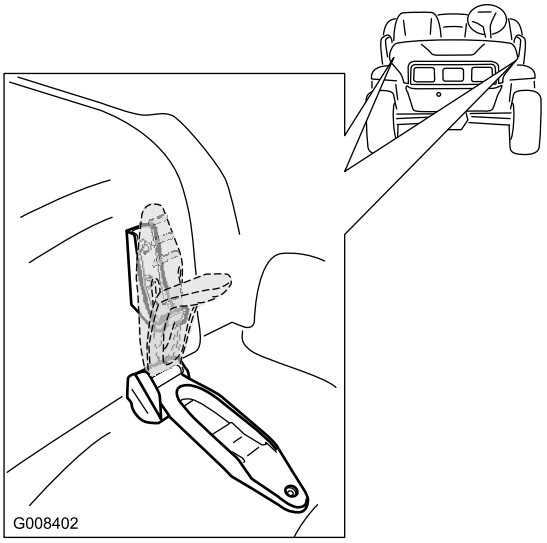

Figur 25
1. Lyft upp handtaget på gummispärrarna på vardera sidan av motorhuven (Figur 25).
2. Säkra motorhuven genom att rikta in gummispärrarna mot spärrankarna på vardera sidan av motorhuven (Figur 25).